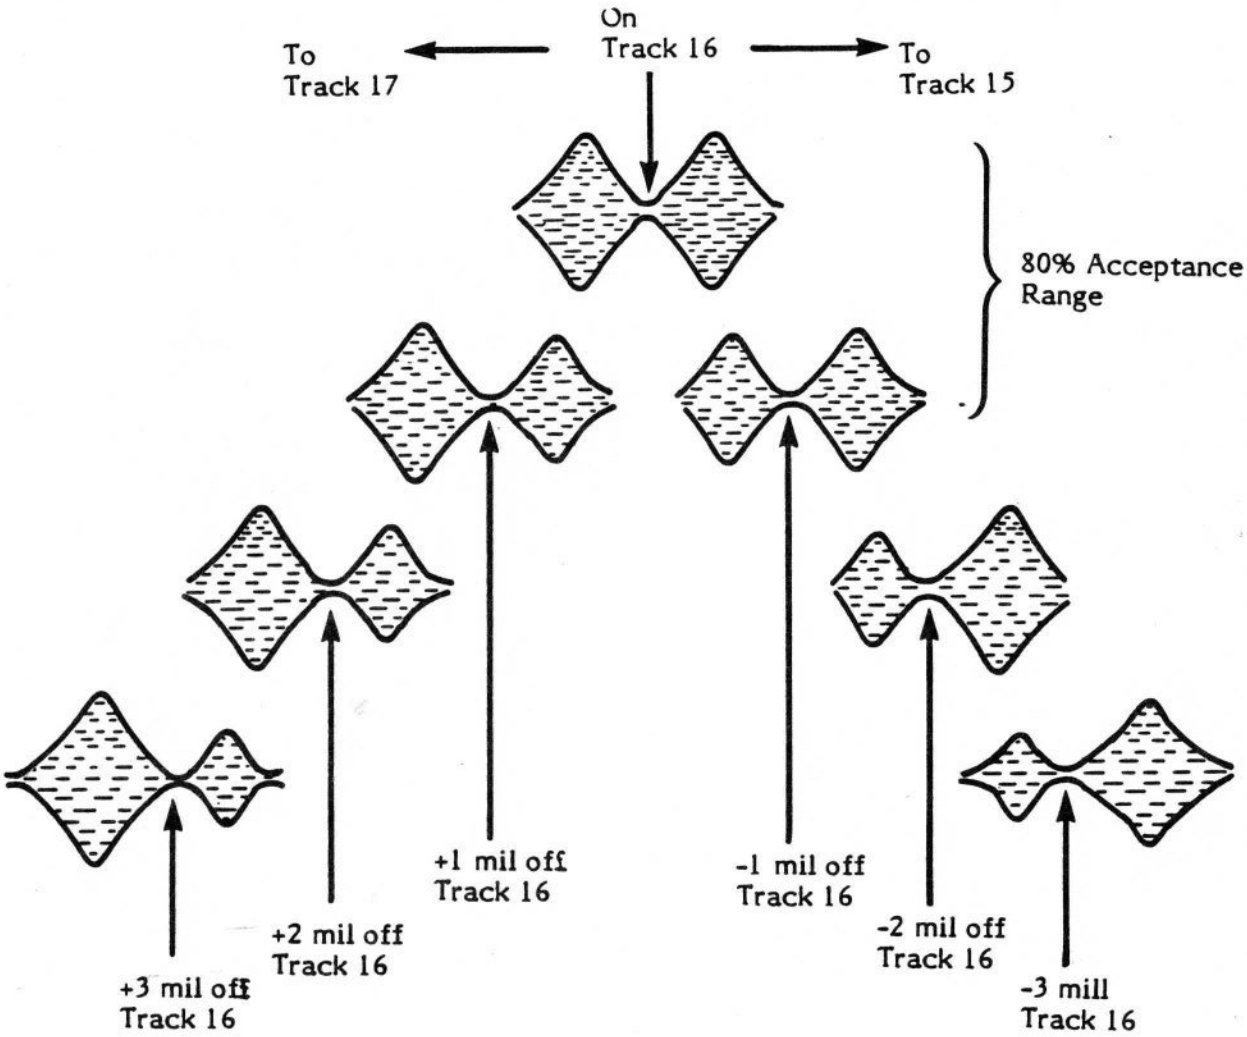

Figure 3-5. Amplitude Variation of Cat's-Eye
5. Compare the amplitude of the cat's-eye. If each cat's-eye lobe pattern is equal in amplitude or within 80% of each other, no adjustment is required. (Refer to Figure 3-5.) NOTE: The cat's eye pattern may be less stable than on a wide band oscilloscope.
8. Gripping the head assembly carefully, move the band pulley very slightly in either direction. Figure 3-5 illustrates the cat's-eye-lobe pattern when off track. Use this as a guide when moving the band pulley to balance cat's eyes.